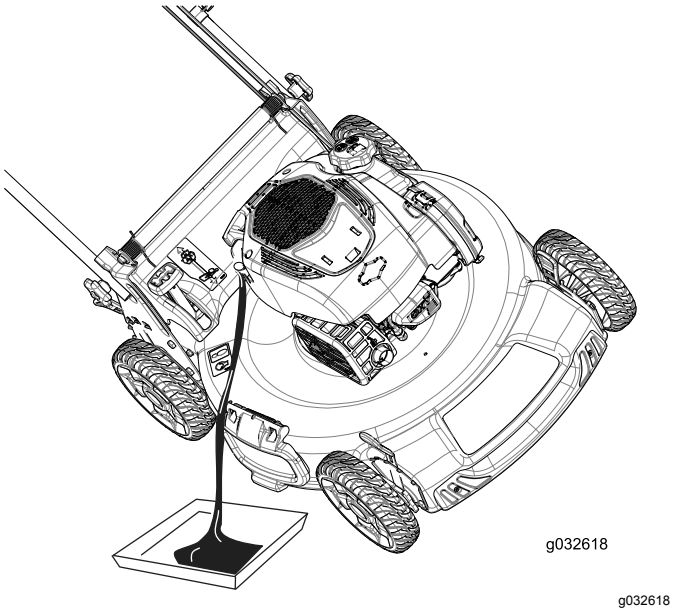

Figura 28
4. Ponga la máquina de lado (con el filtro de aire hacia arriba) para drenar el aceite usado del tubo de llenado de aceite (Figura 28).